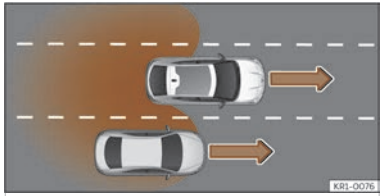

Fig. 133 Overtaking in the central lane and then joining the right lane.
- When overtaking another vehicle >>> Fig. 133 with a speed difference of approx. 10 km/h (6 mph). If the vehicle is passing at a considerably higher speed, no indication will be displayed.